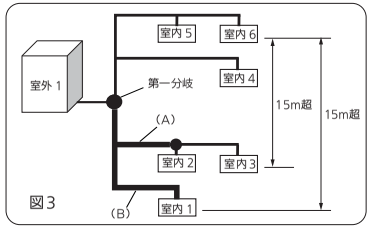

図3
- H2が15mを超える場合、室内ユニットが室外ユニットより下側にある液管、ガス管を１ランクサイズアップしてください。（図3）